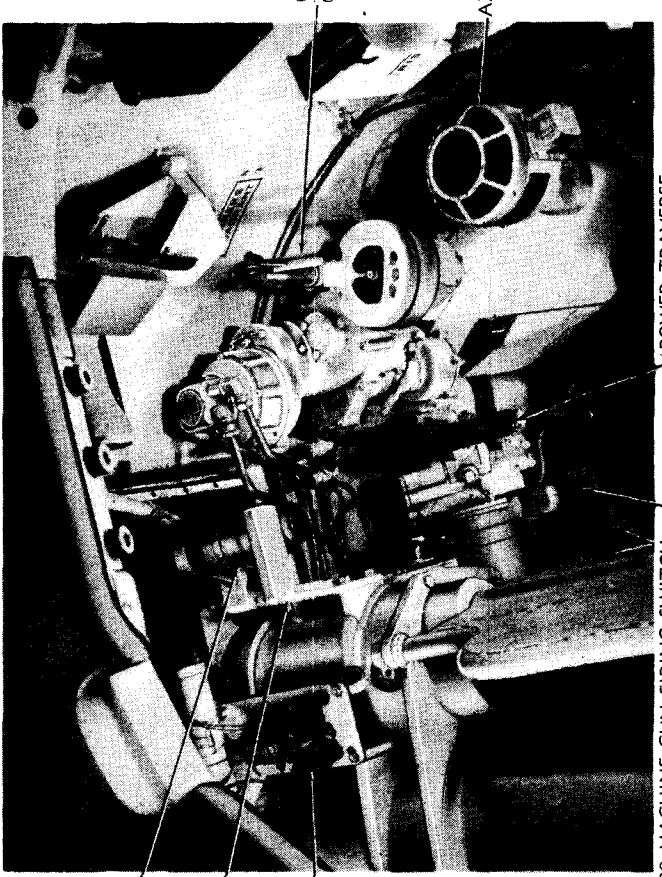

Figure 13 — Turret Controls
c. **Power Traverse Control Handle** (fig. 13). The purpose of the power traverse control handle is to traverse the turret. This is done by turning the power traverse control handle either to the right